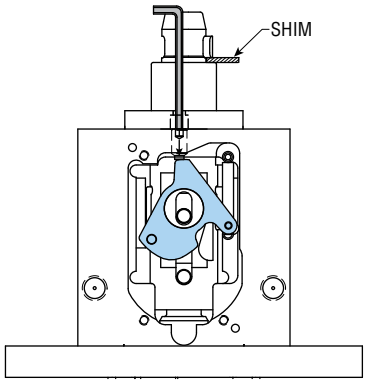

FIGURE 4
4) Turn the adjustment screw clockwise until it contacts the top of the lock bracket (see Figure 4).